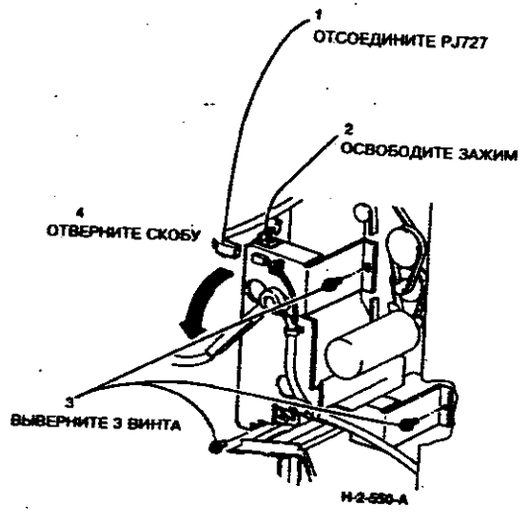

**Рисунок 2. Перестановка стыковочной скобы**
4. (Рисунок 2) Подойдите к задней стороне сортера-степлера и сдвиньте стыковочную скобу.